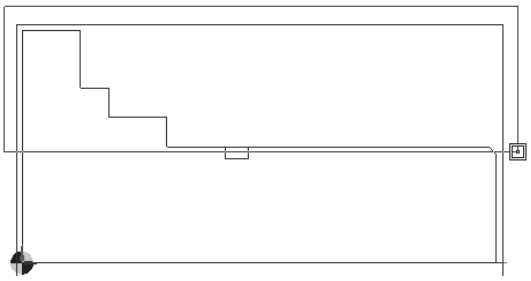

Figure 7-47 *The profile to be selected*
d. Select the turn tool and generate the rough turn toolpath. Refer to Figures 7-47.
7. Choose the **OK** button; you are prompted to select the profile. Select the profile by drawing a selection box, as shown in Figure 7-47. Make sure the chamfer line is selected. Right-click to accept the selection.